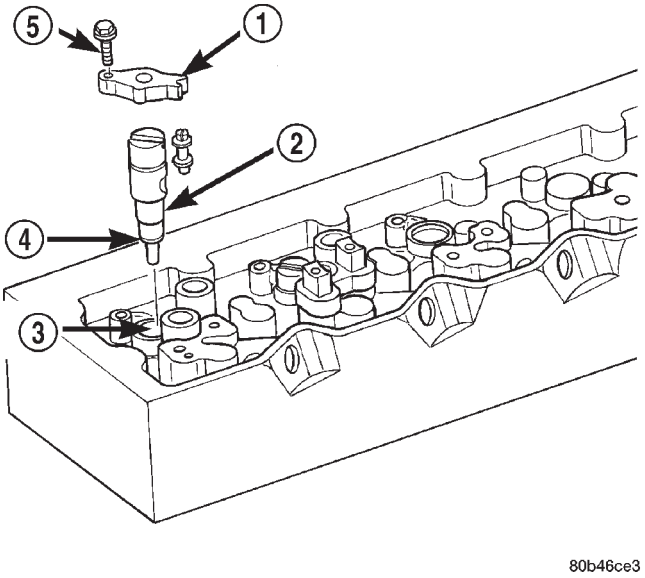
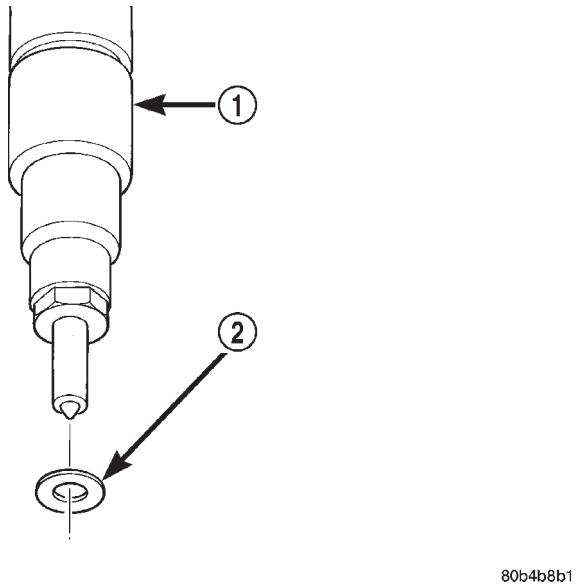
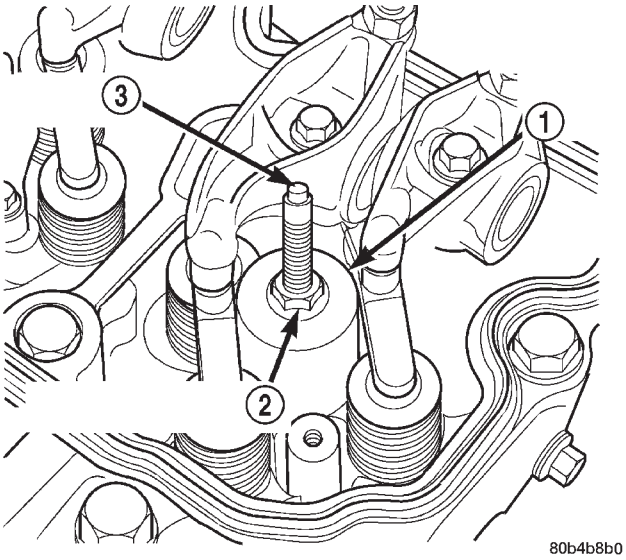

Fig. 18 Fuel Injector Location
Fig. 22 Fuel Injector Sealing Washer (Shim) Location
Fig. 21 Fuel Injector Removal
The fuel injectors are located in the top of the cylinder head between the intake/exhaust valves (Fig. 18).
(10) Remove fuel injector hold down clamp bolt at front end of clamp (Fig. 18). **Do not loosen or remove special (2 shouldered) bolt at rear end of clamp.** Remove injector clamp by sliding it from shoulders on rear clamp bolt.
(11) Thread rod from Special Tool number 8318 (Fuel Injector Remover) into top of fuel injector (Fig. 21).
(12) Tighten nut on 8318 tool to pull (remove) fuel injector from cylinder head.
(13) Remove and discard old o-ring from fuel injector.
(14) Remove and discard copper sealing washer (shim) (Fig. 22) from bottom of injector. **If copper sealing washer has remained in cylinder head, it must be removed.**
(4) Install new shim (washer) to bottom of injector (Fig. 22). Apply light coating of clean engine oil to washer. This will keep washer in place during installation.
(5) Install new o-ring to fuel injector. Apply small amount of clean engine oil to o-ring.
(6) Note fuel inlet hole on side of fuel injector. This hole must be positioned towards injector connector tube. Position injector into cylinder head bore being extremely careful not to allow injector tip to touch sides of bore. Press fuel injector into cylinder head with finger pressure only. **Do not use any tools to press fuel injector into position. Damage to machined surfaces may result.**
(7) Position fuel injector hold down clamp into shouldered bolt while aligning slot in top of injector into groove in bottom of clamp. Tighten opposite clamp bolt (Fig. 18) to 10 N·m (89 in. lbs.) torque.
(8) Install new o-ring to fuel injector connector tube. Apply small amount of clean engine oil to o-ring.
(9) Press injector connector tube into cylinder head with finger pressure only. **Do not use any tools to press tube into position. Damage to machined surfaces may result.**
(10) Connect high-pressure fuel lines. Refer to High-Pressure Fuel Lines Removal/Installation. **The fuel line fitting torque is very critical.** If fitting is under torqued, the mating surfaces will not seal and a high-pressure fuel leak will result. If fitting is over torqued, the connector and injector will deform and also cause a high-pressure fuel leak. This leak will be inside cylinder head and will not be visible resulting in a possible fuel injector miss and low power.
(11) Install valve cover. (Refer to 9 - ENGINE/ CYLINDER HEAD/CYLINDER HEAD COVER(S) - INSTALLATION).
(14) Connect negative battery cables to both batteries.
(15) Bleed air from high-pressure lines (Refer to 14 - FUEL SYSTEM/FUEL DELIVERY - STANDARD PROCEDURE).